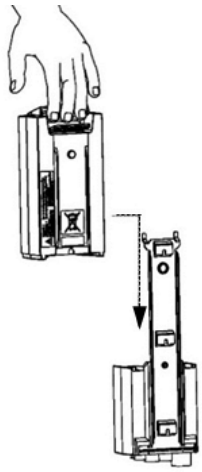

FIG. 20
5.7 Re-install battery by sliding battery onto mounting bracket. Battery is in place when it rests on top of the control box and when you hear the spring handle 'click' into place (FIG. 20).